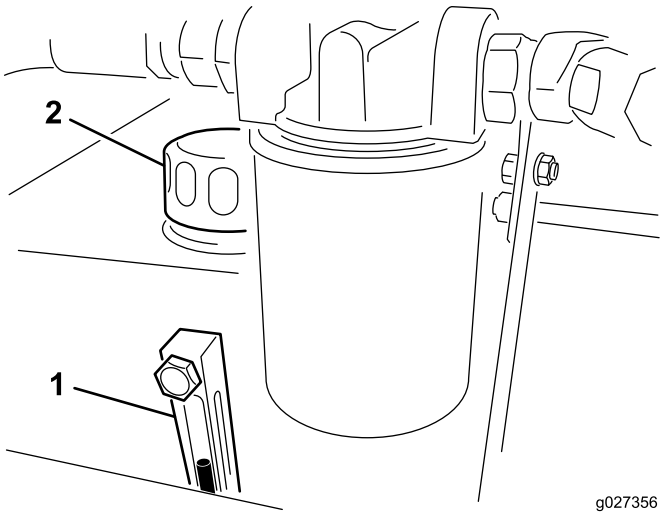

Figur 6
2. Kontroller oljenivået ved å se i seglasset (Figur 6). Hvis oljen når opp til midten av glasset, er oljenivået høyt nok.